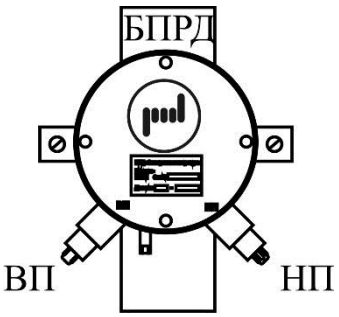

Рис. 10.19
БПРМ и БПРД можно устанавливать на опоры (стойки, столбы и т. п.). При установке БПРД, необходимо соблюдать требования п. 6.4.1.2 по ориентации. БПРД установить на стойке 4 (см. рис. 10.19). Также контролировать, чтобы вводы ВП и НП ориентировались вниз (к земле). Соединить ВП с клеммой «ВП», защищенной от внешних воздействий с помощью защитного колпачка. Соединить НП с клеммой «НП», также защищенной от внешних воздействий с помощью колпачка. Закрепить ВП и НП ЧЭ на консоли с помощью прижимов, винтов или пластиковых хомутов.
10.3.6 При установке на заземлители БПРД и БПРМ устанавливается с помощью пластины (см. рис. 10.19) на высоте не менее 1 м над землей и выше уровня снежного покрова.